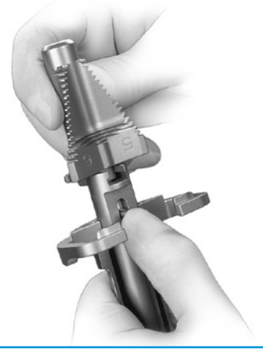

Fig. 18
- Attach the appropriate size Tibial Broach to the RH Knee 0° Broach Impactor **(Fig. 18)**.